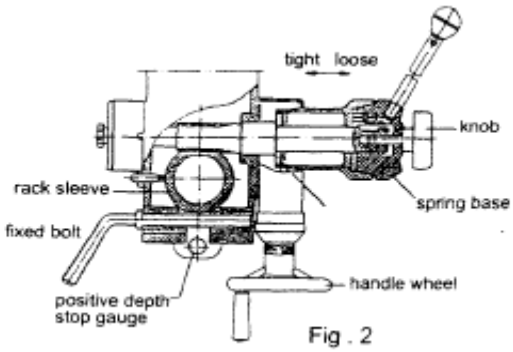

Fig . 2
(1) Preparing for Drilling (see fig.2)(Except addition power feed system).
(2) Preparing for milling(see fig.2)(Except addition power feed system)